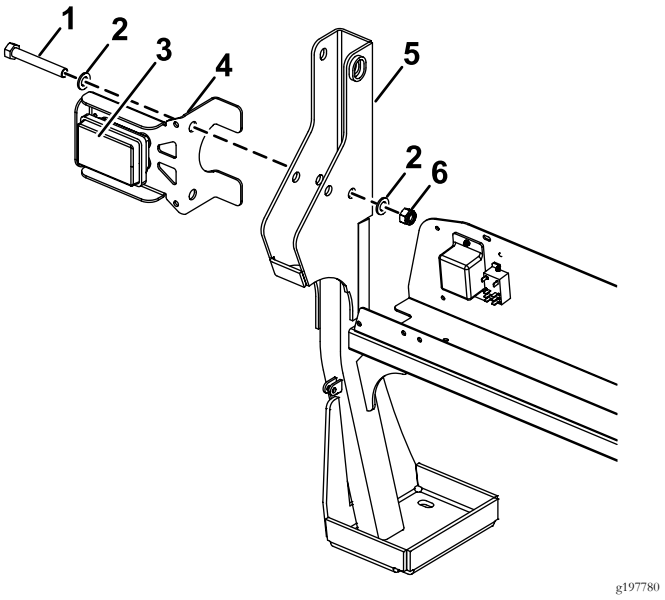
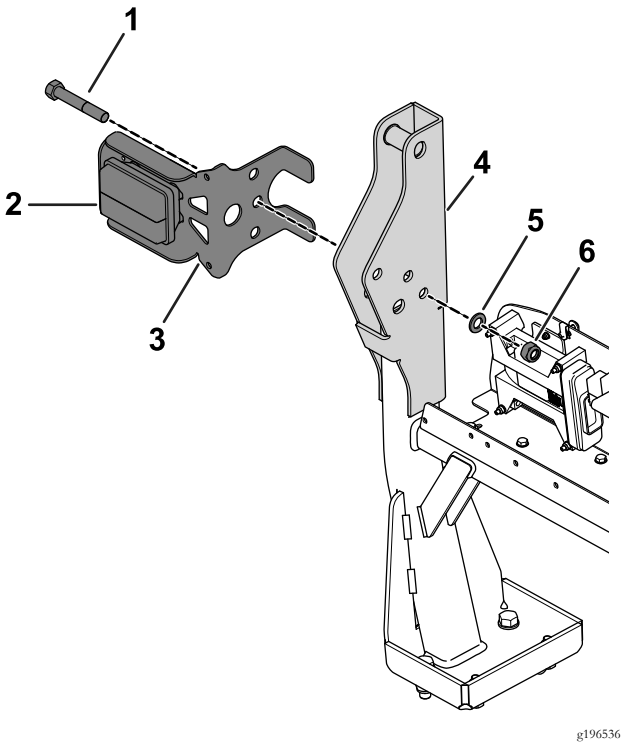

Figur 2
Figur 3
2. Bolt (4)
6. Innrett det angitte hullet i venstre baklysbrakett med hullet i veltebøylen, og sett inn den nye bolten (M16 x 110 mm) ved bruk av de eksisterende skivene (Figur 2 eller Figur 3).